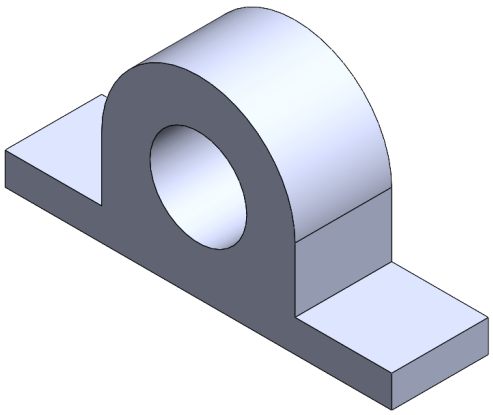

Figure 2-89 *Isometric view of the solid model*
4. Choose the **View Orientation** button from the **View (Heads-Up)** toolbar; a flyout is displayed. Choose the **Isometric** button from it. If the origin is displayed, turn off the display of the origin in the model by choosing **Hide/Show Items > View Origins** from the **View (Heads-Up)** toolbar. The isometric view of the resulting solid model is shown in Figure 2-89.